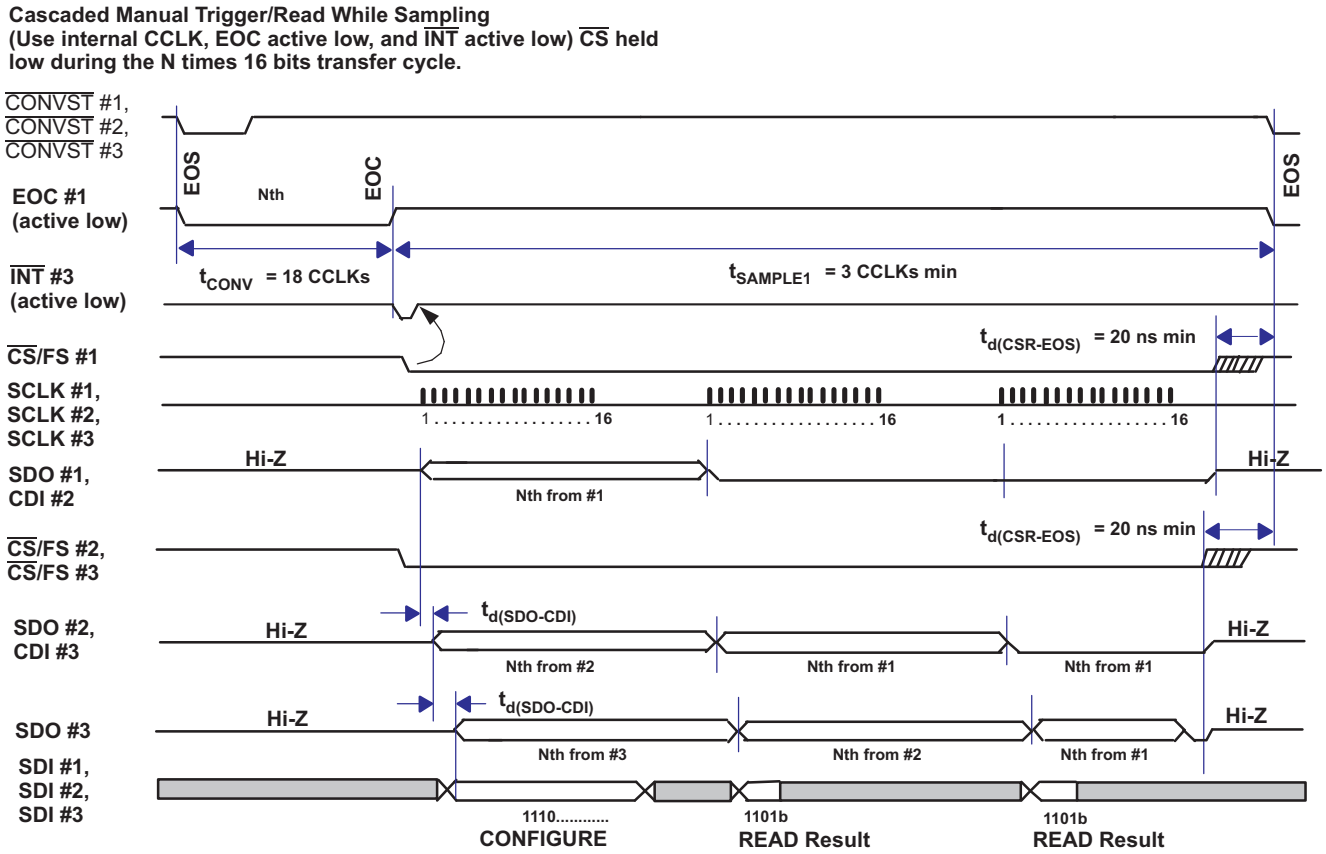

Figure 60. Simplified Cascade Mode Timing with Shared $\overline{CONVST}$ and Continuous $\overline{CS}$
When multiple converters are used in chain mode, the first converter is configured in regular mode while the rest of the converters downstream are configured in chain mode. When a converter is configured in chain mode, the CDI input data goes straight to the output register, therefore the serial input data passes through the converter with a 16 SCLK (if the TAG feature is disabled) or a 24 SCLK delay, as long as $\overline{CS}$ is active. See Figure 60 for detailed timing. In this timing the conversion in each converters are done simultaneously.
Case 1: If chip select is not toggled ($\overline{CS}$ stays low), the next 16 bits are data from the upstream converter, and so on. This is shown in Figure 60. If there is no upstream converter in the chain, as converter #1 in the example, the same data from the converter is going to be shown repeatedly.
- Updated Figure 60 33